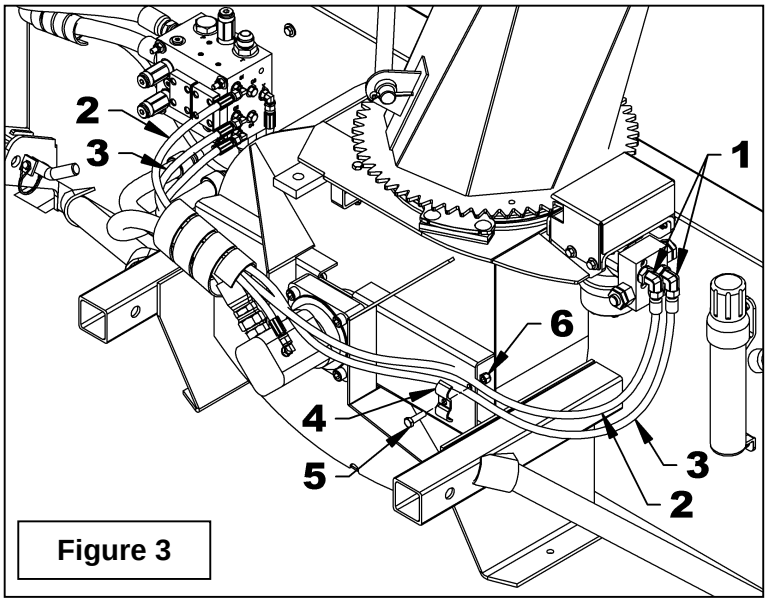

Figure 3
3. **Figure 3:** Install the 90° 9/16JICM X 7/8 ORBM elbows (item 1) in the motor ports by positioning the elbows down.
4. **Figure 3:** Connect hoses (items 2-3) to the hydraulic block 90° elbows and to the hydraulic motor as illustrated.
5. **Figure 3:** Attach hoses with the hose clamp (item 4), the 3/8" x 1 1/4" lg bolt (item 5) and the nylon insert locknut (item 6).